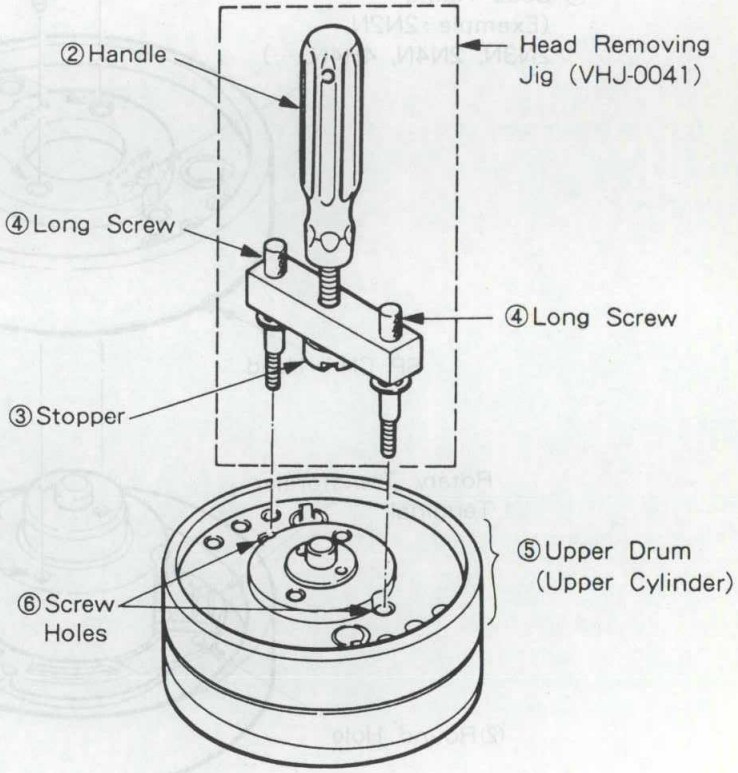

Fig. 5-11-5
3) Turn the head removing jig (VHJ-0041) handle ② counterclockwise to lift up the stopper ③ (see Fig. 5-11-5.).
4) Insert the two long screws ④ of the jig into the screw holes ⑥ located on the head chip side of the upper drum (UPPER CYLINDER) ⑤, then mount by turning the handle clockwise.
5) While holding the jig so that the upper drum ⑤ does not rotate, turn the handle ② clockwise to remove the upper drum.